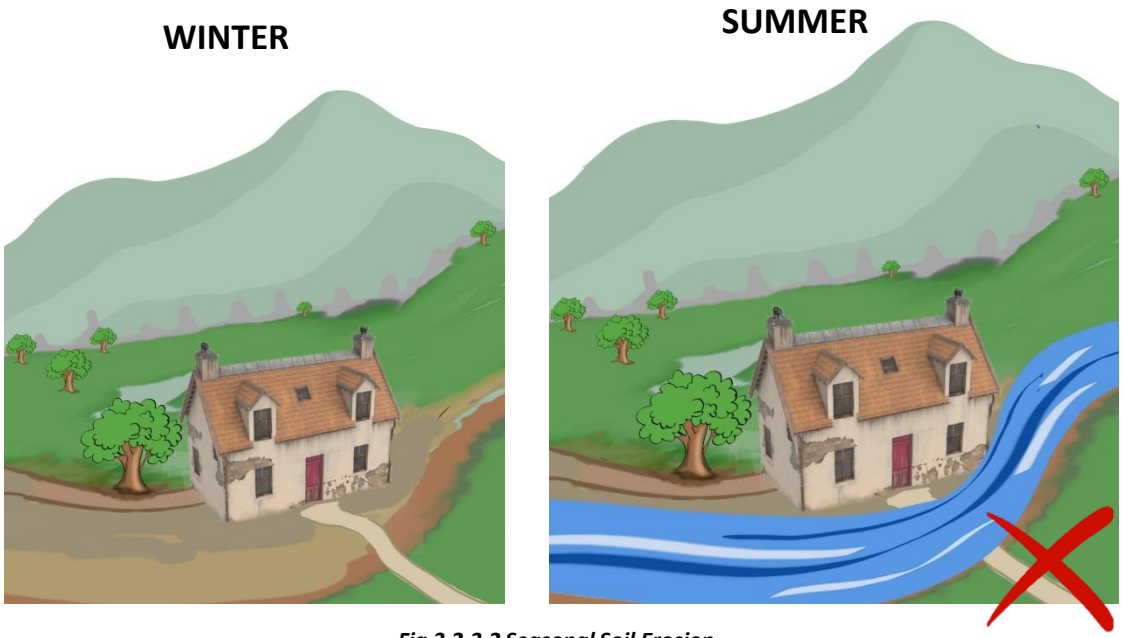

Fig 3.2.3.2 Seasonal Soil Erosion
- Check that your site does not block any seasonal water channel. **(Fig. 3.2.3.2)**